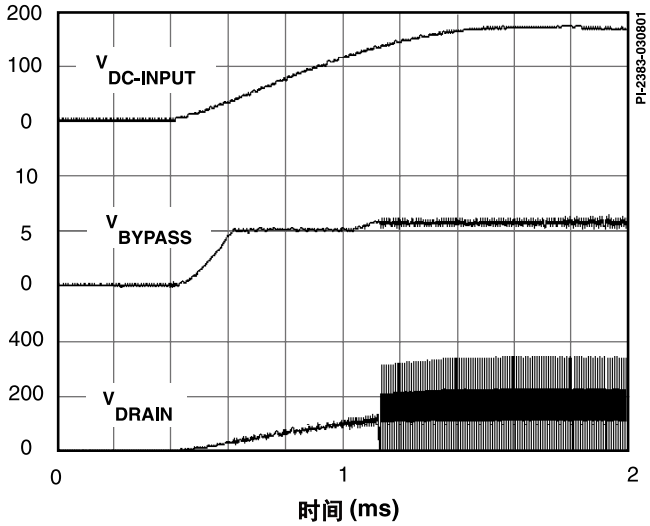
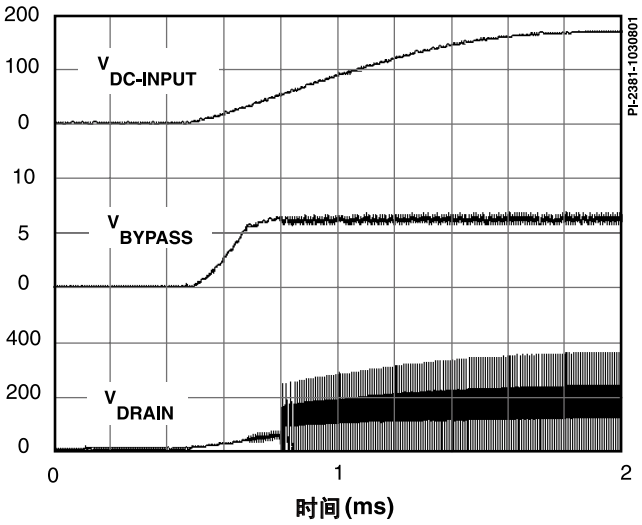

图 10. 使用连接到EN/UV引脚的可选外部UV电阻(4 MΩ)的通电状态
图 11. 未使用连接到EN/UV引脚的可选外部UV电阻(4 MΩ)的通电状态
*TinySwitch-III*的旁路/多功能引脚上仅需要一个0.1 μF的电容即可实现标准的电流限流。由于容量很小，电容的充电时间极短，通常为0.6 ms。充电时间与选择了不同电流限流的相应旁路/多功能引脚电容值成正比。由于开/关反馈的高带宽，电源输出无过冲。当在直流输入正极与EN/UV引脚间连接一个外部电阻(4 MΩ)，在通电期间功率MOSFET开关将被延迟，直到直流电压超过阈值(100 V)之后。图10及图11显示了EN/UV引脚在有外接电阻及没有外接电阻(4 MΩ)的应用中，*TinySwitch-III*的通电时序波形。